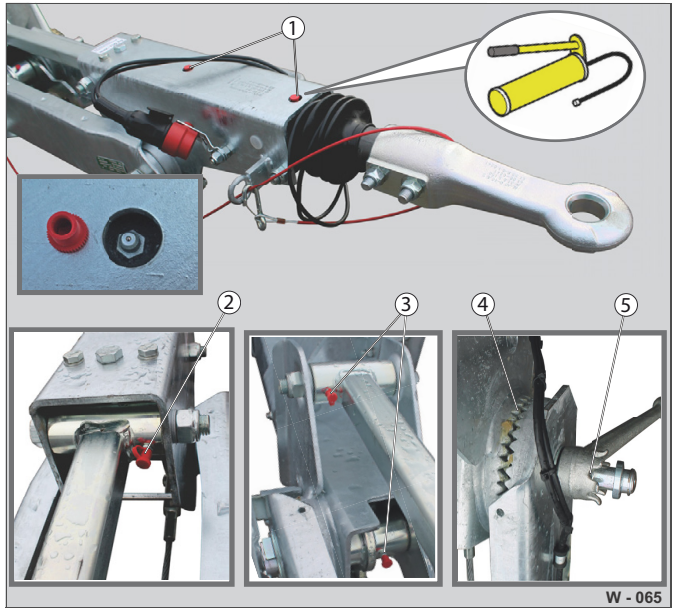

Abb. 51 VN oj: Mazací místa
- ▶ Namažte nájezdové zařízení pomocí mazacího lisu na horních maznicích (Abb. 51/1).
- ▶ Uvolněte zajišťovací kolík (Abb. 51/5) a namažte závit.
- ▶ Namažte všechna ložiska (Abb. 51/12,3) na maznici.
- ▶ Namažte ozubení (Abb. 51/4).